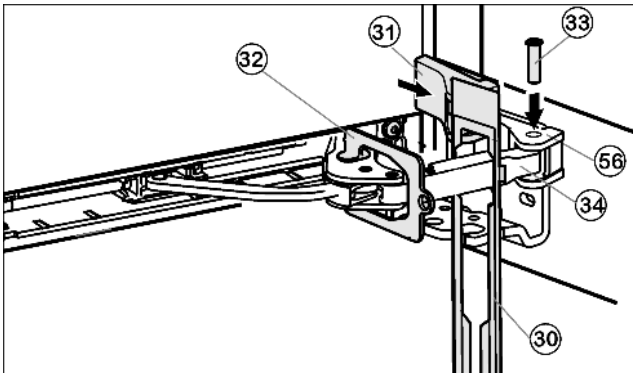

Fig. 19
- ▶ Attach the faceplate *Fig. 19 (30)* to the soft stop bracket so that the catches face forwards and the front faces the appliance.
- ▶ Draw the soft stop bracket *Fig. 19 (34)* to the bearing element *Fig. 19 (56)* and insert the pin *Fig. 19 (33)* from above so that the square is seated in the depression.
- ▶ Attach and engage the cover *Fig. 19 (31)*.
- ▶ Twist the safety lock *Fig. 19 (32)* for removal.
- ▶ Snap thefaceplate *Fig. 19 (30)* onto the door.